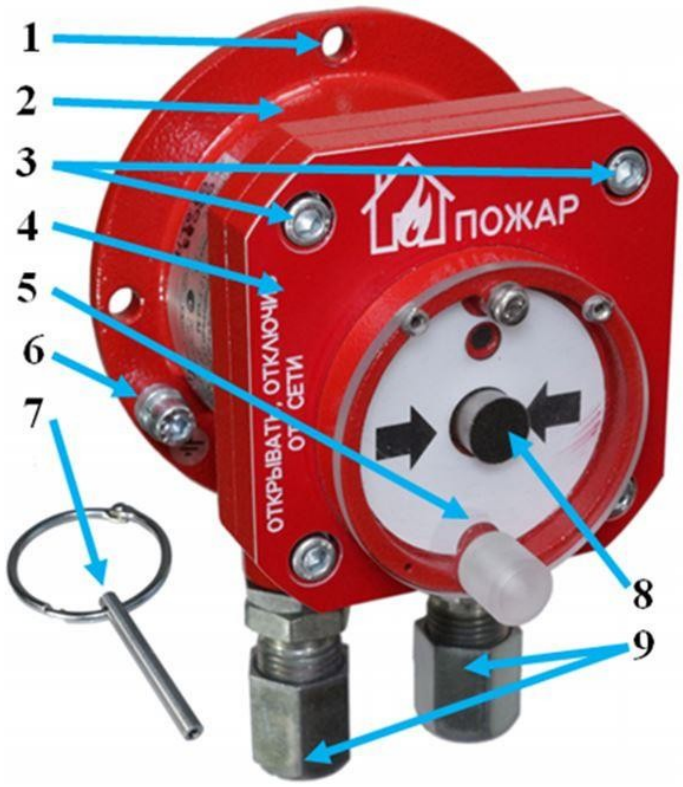

Рисунок 1 – Внешний вид извещателя
- открыть поворотом вверх защитную крышку, рис. 1;
- в отверстие крышки извещателя (снизу) вставить специальный ключ и ввернуть на 2 оборота по часовой стрелке, рис. 1;
- потянуть специальный ключ вниз, при этом кнопка вернется в исходное состояние, извещатель перейдет в режим «Дежурный», рис. 1.
- в отверстие крышки извещателя (снизу) вставить специальный ключ и ввернуть на 2 оборота по часовой стрелке, рис.1;
- потянуть специальный ключ вниз, при этом кнопка вернется в исходное состояние, извещатель перейдет в режим «Дежурный», рис.1.